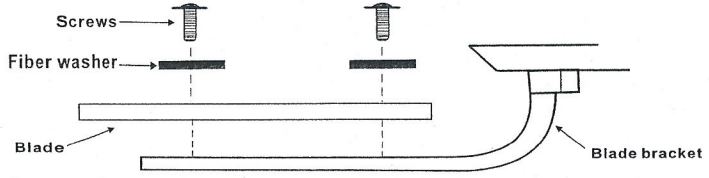

Figure 11
Step 1 Attach the blade to the blade bracket using the screws and fiber washers as shown in Figure 11. Start screw into bracket. Repeat for the two remaining screws.